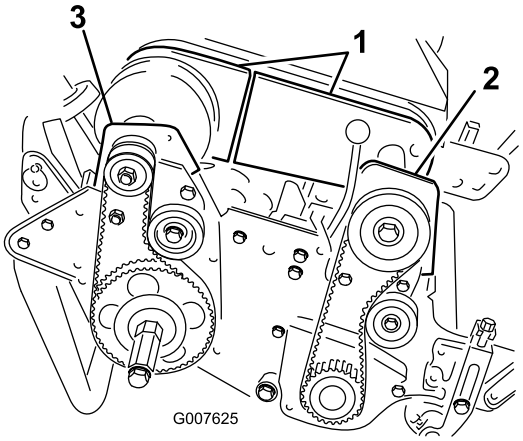

Figur 45
4. Ta bort de skruvar som håller fast den främre och bakre delen av differentialkåpan på differentialhuset, och skjut bort kåpdelarna så att remmen syns (Figur 45).
6. Ta bort de två skruvarna och låsmuttrarna som håller fast det främre kopplingshuset på sidoplåten (Figur 45).
8. Ta bort de två skruvar och låsmuttrar som håller fast det högra lagerhuset på sidoplåten (Figur 45).